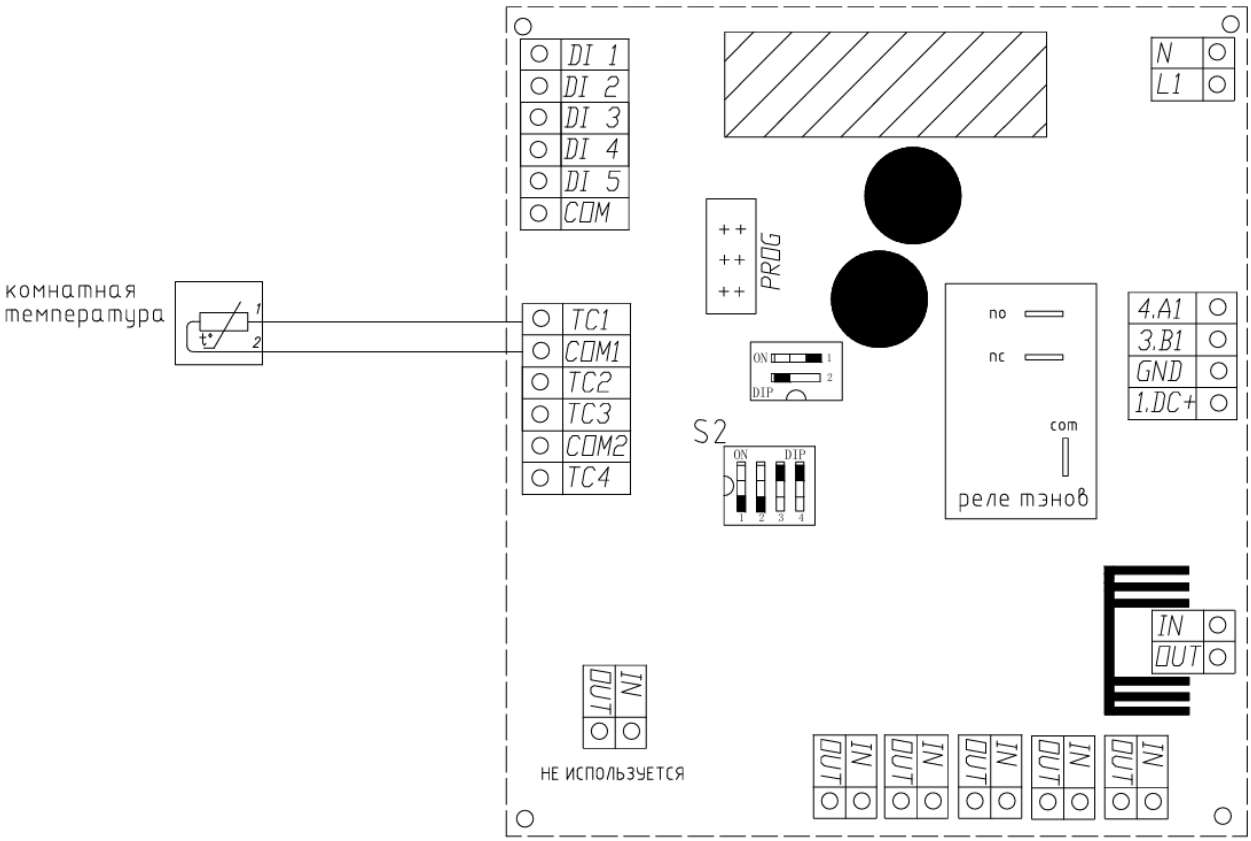

Рисунок 7 - Схема подключения выносного датчика температуры
4. Соединить разъем датчика с платой управления КАМ, согласно схеме (рисунок 7), предварительно продев его через сальниковый ввод.